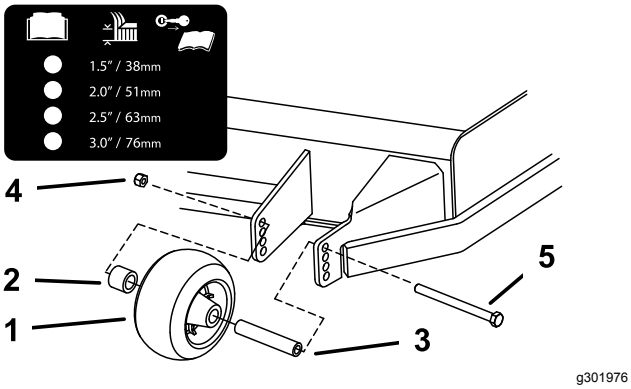

Figur 36
3. Juster antiskalperingsvalsene som vist i Figur 36.